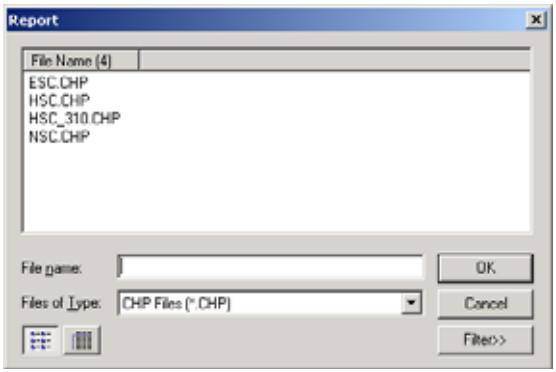

Figure 10.44
- Select **File →Report** from the menu bar, then in the Report dialog box **(Figure 10.44)** that appears, double-click the probe analysis data for the report.